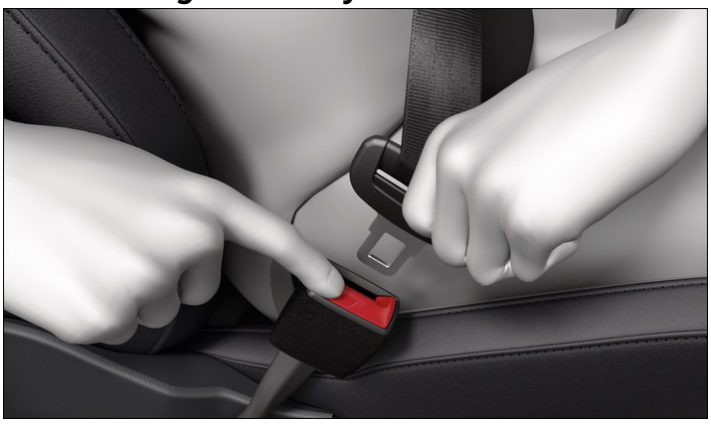

Fig. 2 Releasing the buckle tongue from the safety belt
1. Press the red button in the safety belt buckle → *fig. 2*.